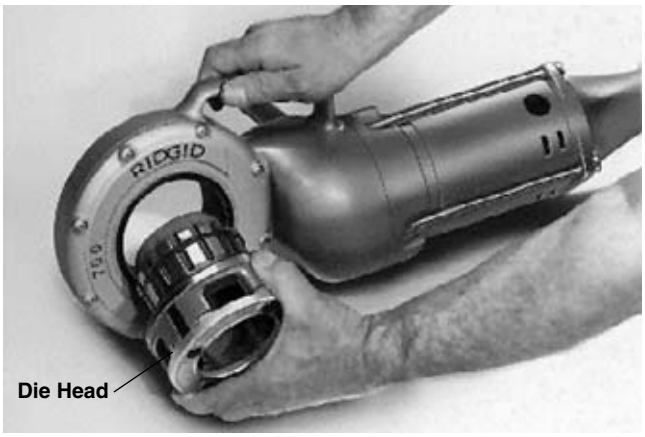

Figure 3 – Installing No. 12-R Drop Head Die Head
1. Push Die Heads or Adapters, spline end first, squarely into the Power Drive until the spring-loaded adapter pawls catch securely *(Figure 3)*.